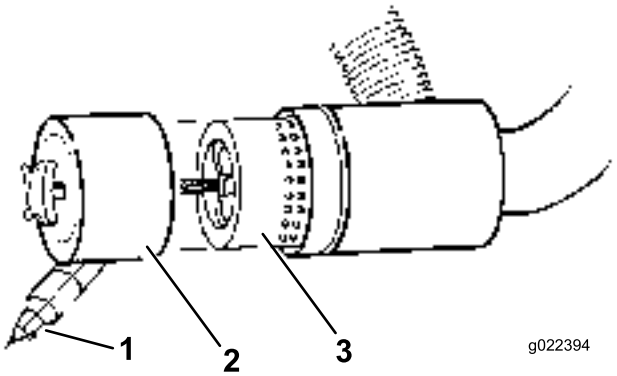

Figur 48
3. Ta bort och byt ut filtret (Figur 48).